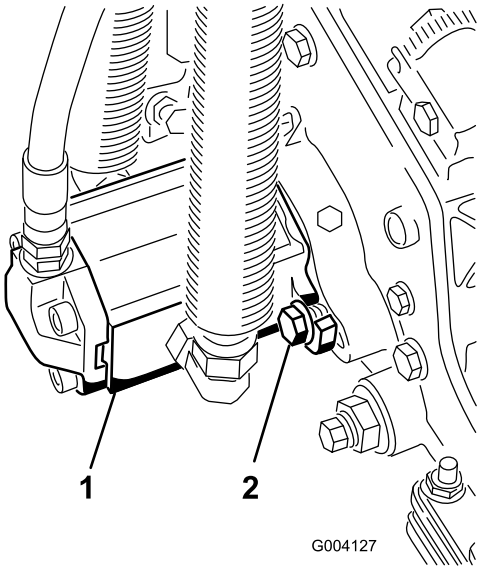

Figur 13
16. Installer motoren ved å rotere den med klokken slik at motorflensene går klar av skruene (Figur 13).